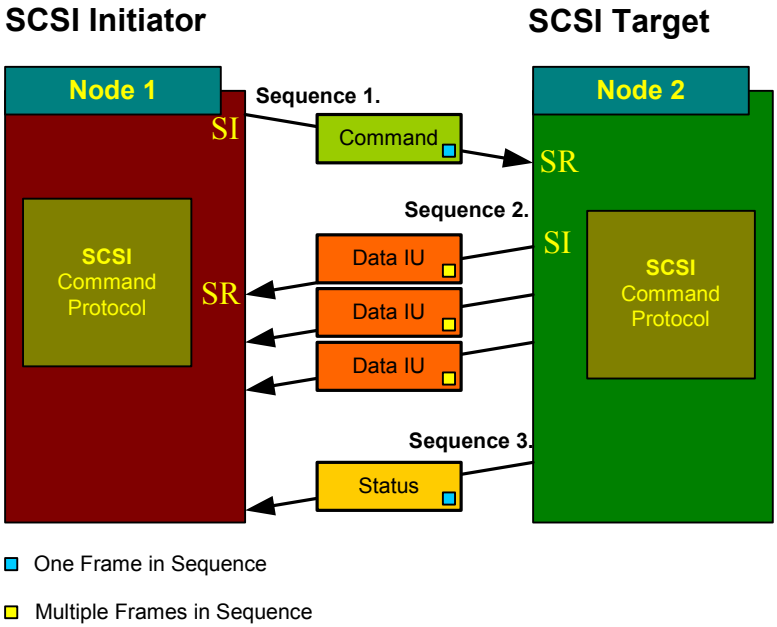

Figure 218 Sequences in an Exchange
Figure 218 shows multiple sequences in an exchange showing sequence initiative (SI) and sequence recipient (SR) changing between Initiator and Target during the exchange. Frames in the same sequence will have the same SEQ_ID. Frames in the same sequence will have their own unique SEQ_CNT value.